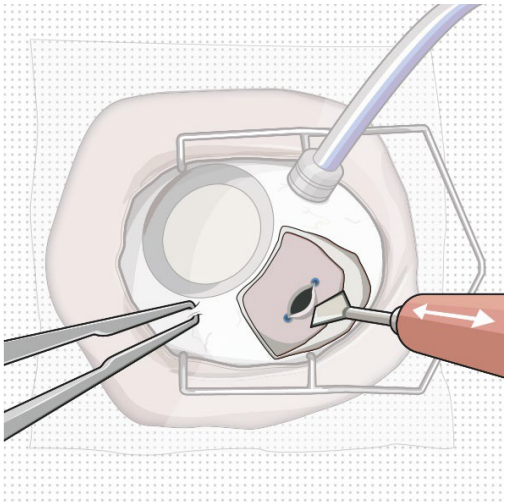
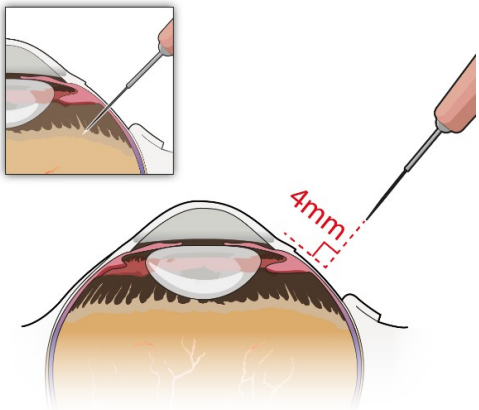

Figure 32
Figure 33
- Pass a 3.2 mm slit knife perpendicularly through the center of the scleral incision to open the underlying pars plana (Figure 32 and Figure 33).